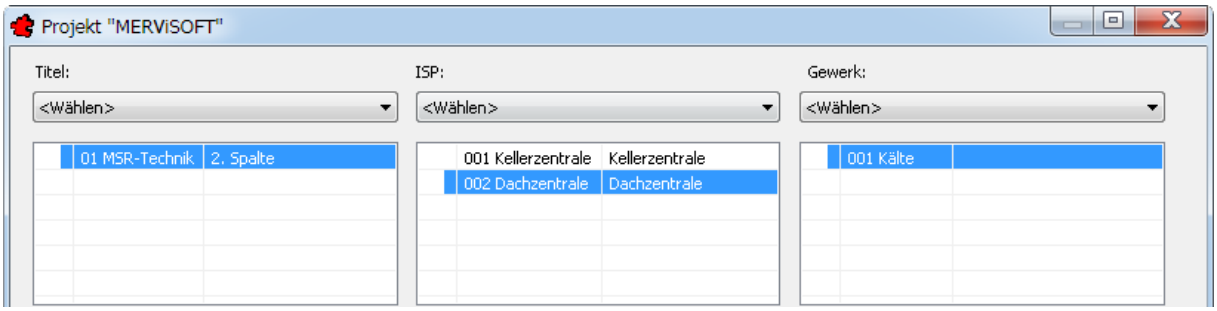

Bild 18.61 – Um Elemente zu verschieben, muss die Zielstruktur existieren
- Bestätigen Sie dann. Das Gewerk wird erstellt (Abb. 18.61).